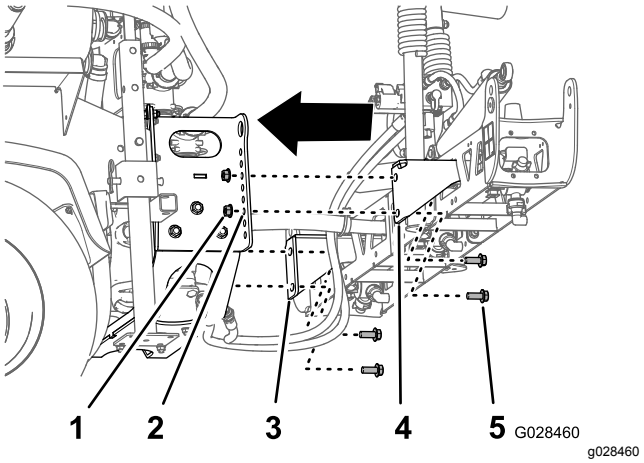

Figur 39
2. Rikta in det nedre hålet i sektionsmonteringsfästena för centersprutrampen med det tredje hålet nedifrån i sprutramsstöden på sprutans plattformsram i enlighet med Figur 39.